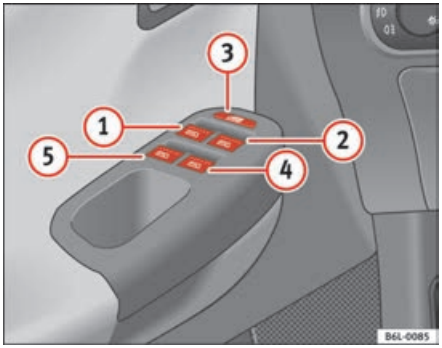

Fig. 52 Detail of driver door: controls for the front and rear windows
The buttons ⇒ page 84, fig. 52 (1) and (2) have two levels for opening the window and two for closing it. This makes it easier to open or close windows to the desired position.